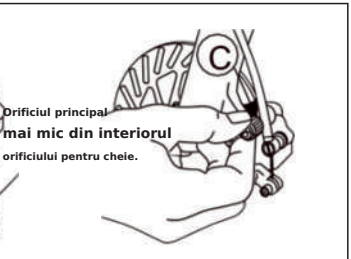

Figura 15
După obținerea cursei corecte, reglați șurubul C pentru a alinia etrierul de frână cu centrul discului (vezi Figura 15).
Dacă bicicleta a fost întreținută într-un atelier profesionist, puteți menține performanța frânei reglând doar șurubul C (vezi Figura 15).
5. Aliniați plăcuțele cu centrul discului reglând șurubul C (vezi Figura 15).